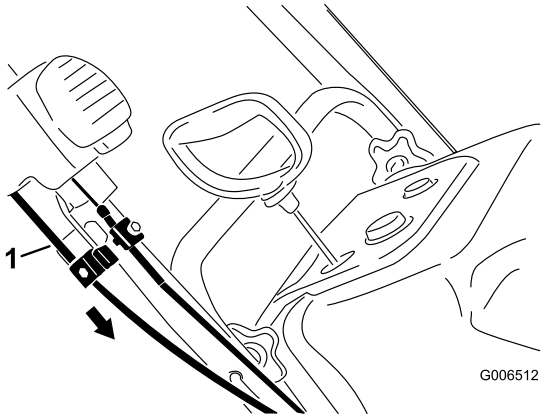

Figur 41
4. Hold udblæsningsslisken ligeud, træk den nedre kabelafskærmning nedad, indtil du fjerner slæk i kablet, og stram skruen på den nedre kabelklemme godt til (Figur 41).